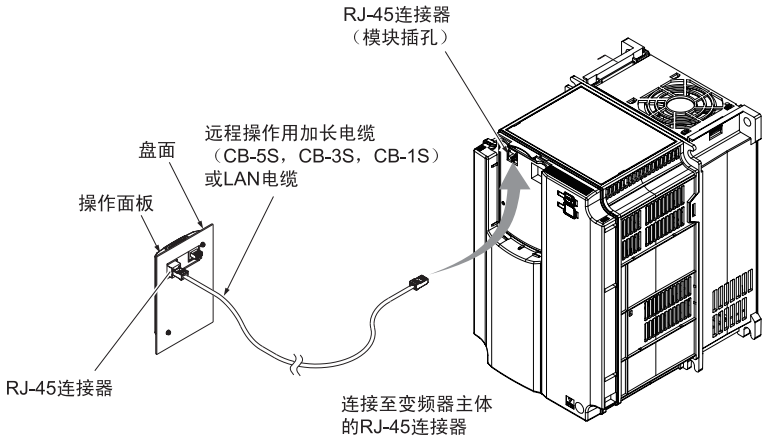

图 3.3.28 连接至操作面板、变频器主体的加长电缆或市售的 LAN 电缆
(3) 将远程操作用加长电缆（CB-5S，CB-3S，CB-1S）或市售的 LAN 电缆（直通）连接至操作面板的 RJ-45 连接器和变频器主体的 RJ-45 连接器（模块插孔）。（图 3.3.28）